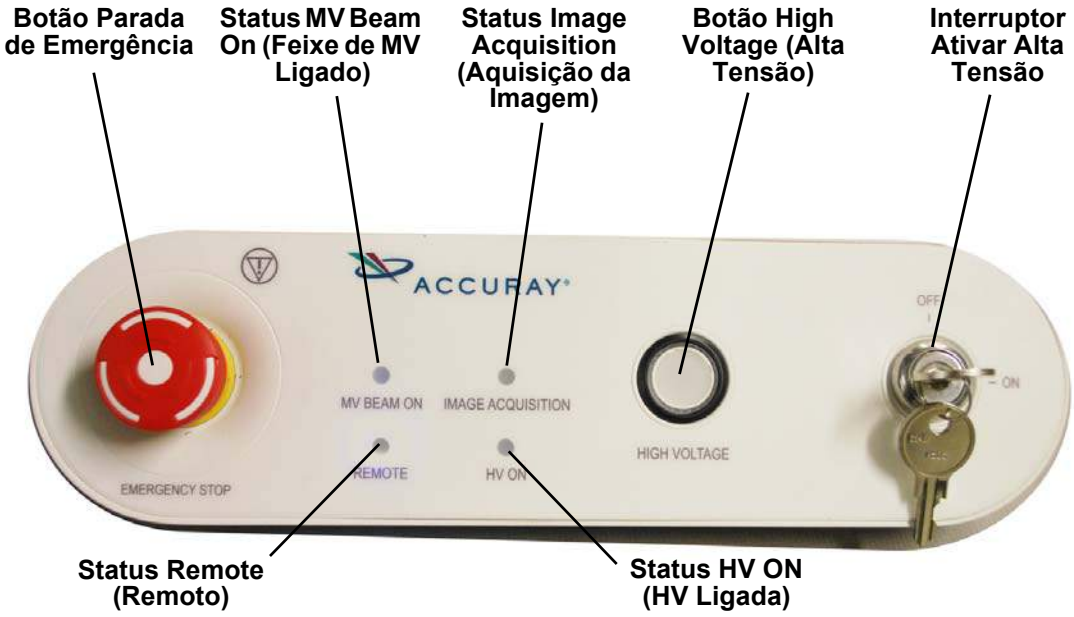

Figura 39 Painel de controle do operador
1. No painel de controle do operador, gire a chave Enable High Voltage (Ativar Alta Voltagem) no sentido horário para a posição **ON (LIGADO)** (Consulte Figura 39).
- Enquanto a radiação está sendo aplicada, o indicador de status **MV BEAM ON** (FEIXE LIGADO) se acende no painel de controle do operador (consulte a Figura 39 na página 7-85) e o texto `BEAM ON` (FEIXE LIGADO)é exibido acima do painel ***Beam Delivery*** (Aplicação do feixe) (e na esquerda da tela abaixo do botão **Acquire** (Capturar)).
- A quantidade cumulativa monitor unit (MU) (Unidade monitora) aplicadas para o feixe presente e a fração aumentam no painel ***Beam Delivery*** (Aplicação do Feixe).